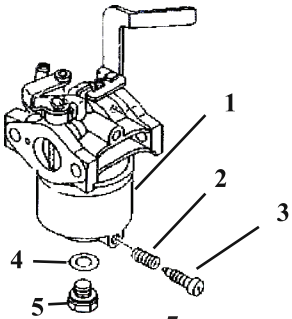

рис. 7
7.7.3 Слейте топливо из поплавковой камеры карбюратора, вывинтив пробку **3** (рис. 7) После слива установите пробку на место и затяните.
7.7.4 В модификациях в которых отсутствует винт слива,бензин сливать вывинтив болт **5** (рис. 7) крепления поплавковой камеры **1** (рис. 7), придерживая камеру.